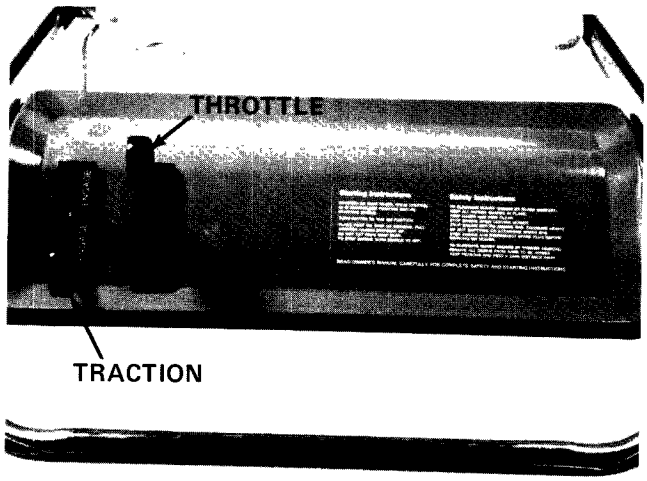

Figure 8
2. Move traction control (self-propelled model) to the DISENGAGE detent (Fig 8). Also move throttle control to FAST position (Fig. 8).
4. After engine starts and is running smoothly, move throttle control (Fig. 8) to desired speed.
5. To stop engine, move traction control to DISENGAGE detent (self-propelled model) and throttle control to OFF position (Fig. 8).